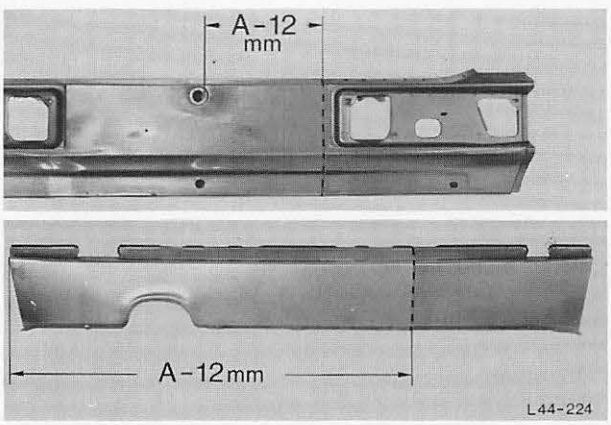

Abb. 239 Ermitteltes Maß „A" auf die Neuteile übertragen
8. Ermitteltes Maß „A" auf die Neuteile übertragen, dabei 10–12 mm Materialzugabe für die Überlappung berücksichtigen, Abb. 239.